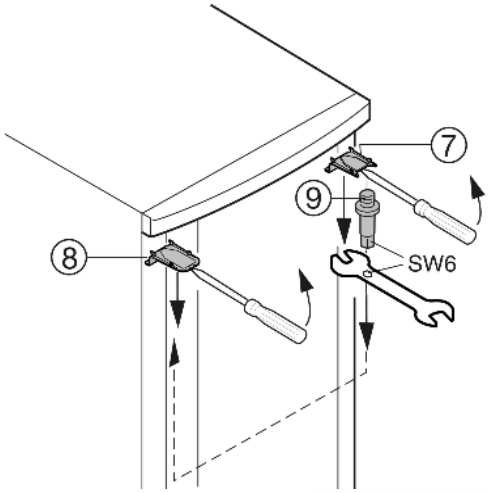

Fig. 5
- Верхнюю крышку *Fig. 5 (7)* и крышку *Fig. 5 (8)* с помощью отвертки выведите вперед из фиксатора и снимите, наклоняя вниз.
- Выкрутите опорный палец *Fig. 5 (9)* и вкрутите на противоположной стороне **(с моментом 4 Нм)**. Используйте при этом внутренний шестигранник имеющегося в комплекте вильчатого ключа.
- Снова установите крышку *Fig. 5 (7)* на стороне опорного пальца: насадите сзади, защелкните спереди.
- Установите крышку *Fig. 5 (8)* на противоположной стороне: насадите сзади, защелкните спереди.
- Навесьте дверцу на опорный палец *Fig. 5 (9)* и закройте ее.